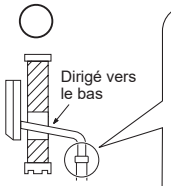

Fig. 2
- Le tuyau de vidange doit être dirigé vers le bas pour faciliter l'écoulement. (Fig. 2)